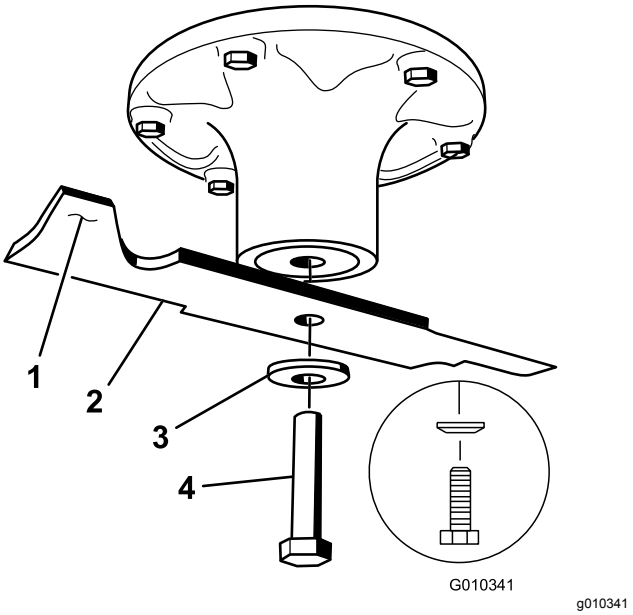

Figur 67
2. Avlägsna knivskruven, den böjda brickan och kniven från spindelaxeln (Figur 67).
1. Montera kniven på spindelaxeln (Figur 67).
2. Montera den böjda brickan (den kupade sidan mot kniven) och knivskruven (Figur 67).